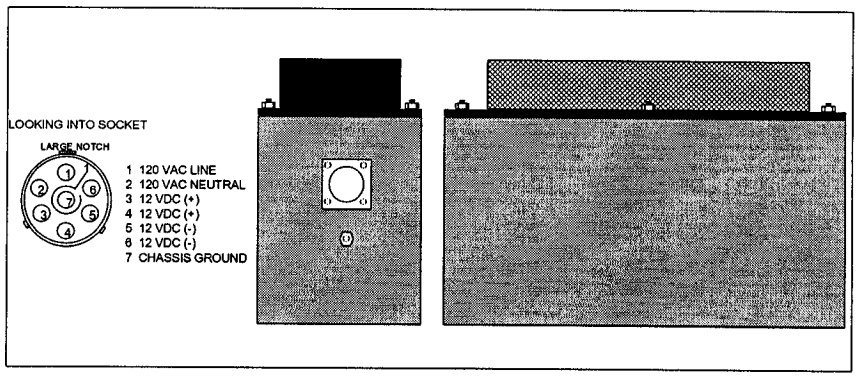

Figure 6-2
b. Input requirements are 95-130VAC (120VAC nominal) with ground through a disconnect switch. The connectors must be procured locally and made up at a facility capable of soldering the pin connections. The input connector is a MS3106R-16S-8S with MS3057-8B cable clamp. Pin connections are: Pin A - 120VAC Hot, Pin B - 120VAC - Neutral, Pin C - Chassis Ground, as shown in Figure 6-2. Pins D & E are not used. Use 14/3 SO cable for input to the supply.
a. The power supply is a hermetically sealed unit with an external radiator (Figure 6-2). Installation in a vented enclosure is suggested as the radiator becomes quite hot to the touch.
to the 12VDC power cable (due to loose or frayed strands, etc.). Pin connections are detailed in Figure 6-2. Due to the design of the connector, only 16AWG wire will fit the pin connections. Both 12 volt (+) and (-) pins should be used to reduce wire and terminal heating. Both pairs of 16 AWG wires should combined just past the rubber boot and stepped up to the appropriate sized conductor for powering the load.